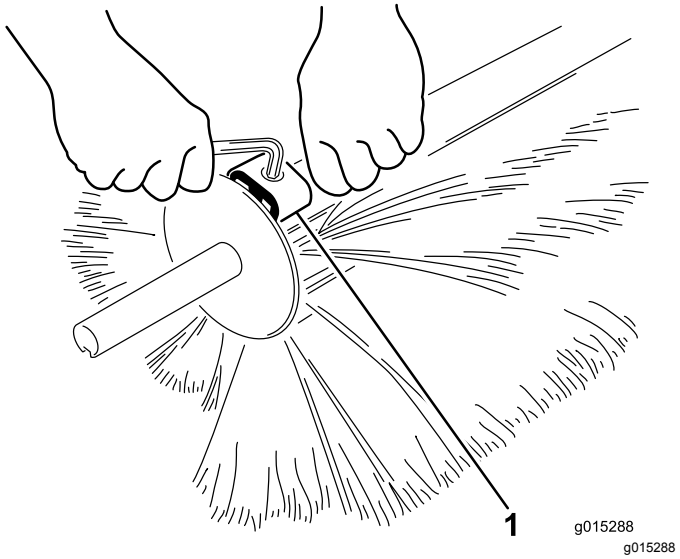

Figure 29
3. Desserrez les colliers avec une clé Allen et déposez-les des demi-brosses (Figure 29).